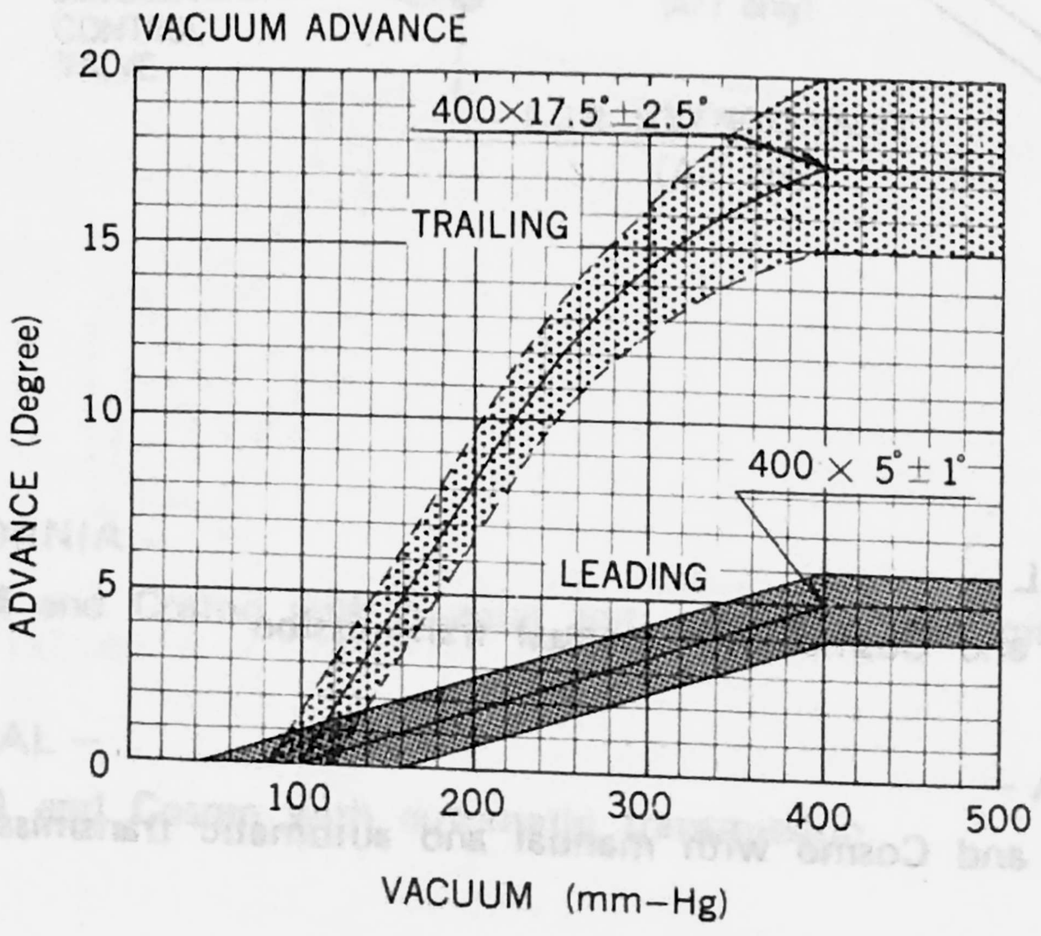

Fig. 3-15 Distributor advancing characteristic
- Distributor advancing characteristic is shown Fig. 3-15.